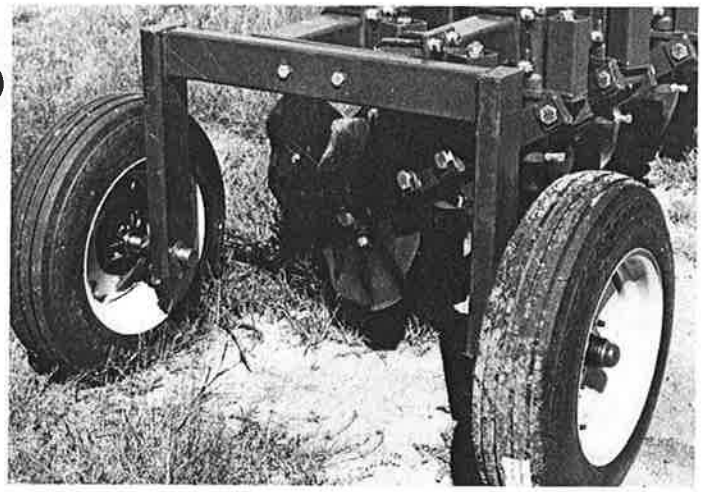
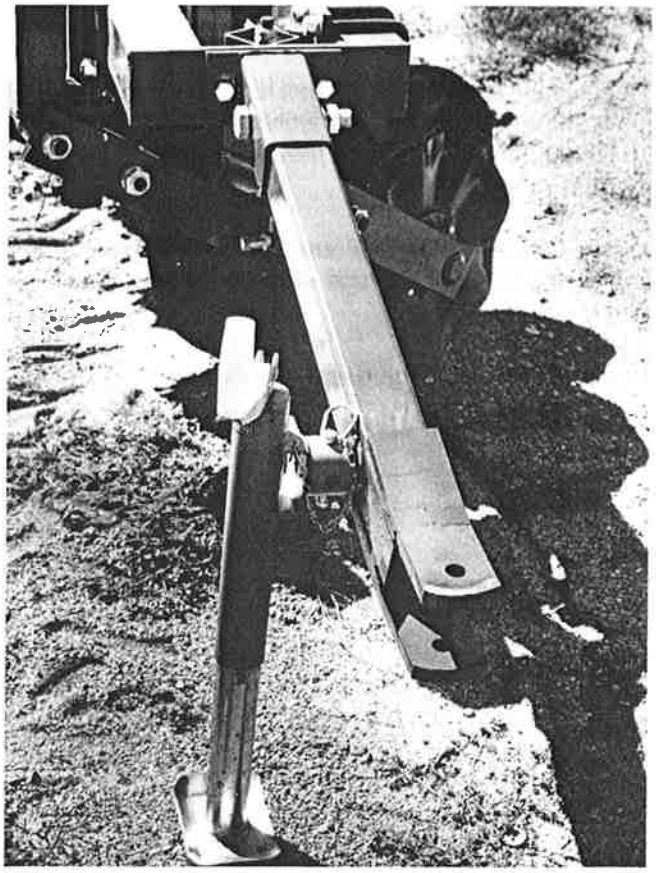

FIGURE 5-1
FIGURE 5-2
1. Raise the coulter bar as high as the lift bar will raise it. Mount the end wheel carrier on either end of the coulter bar using two 3/4" x 1 1/2" bolts, lockwashers and nuts. On the opposite end, mount the tongue bracket using similar bolts. The tongue may then be slid into the mounting tube and secured with a 1" x 4" bolt, lockwasher and nut. (See Fig. 5-1 and Fig. 5-2)